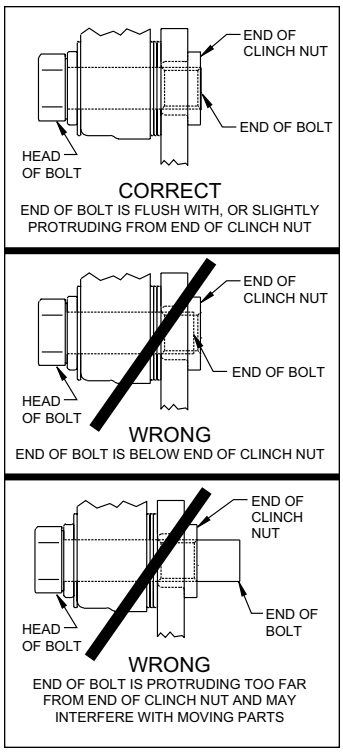

Figure 3. Clinch Nut Engagement Diagram
CAUTION: *All mounting bolts must fully engage clinch nuts.* Be sure to check that all bolts are either flush or protruding through flanged side of clinch nut after shimming, Figure 3.
on each of the two mounting bolts. ***NOTE:*** *The end of each bolt must be flush with or slightly protruding from the head of the clinch nut, as shown in Figure 3.* If necessary, place spare shims (19) between washer (18) and caliper mounting ear to achieve the proper clinch nut engagement. Once the caliper alignment and clinch nut engagement are correct, remove the caliper.